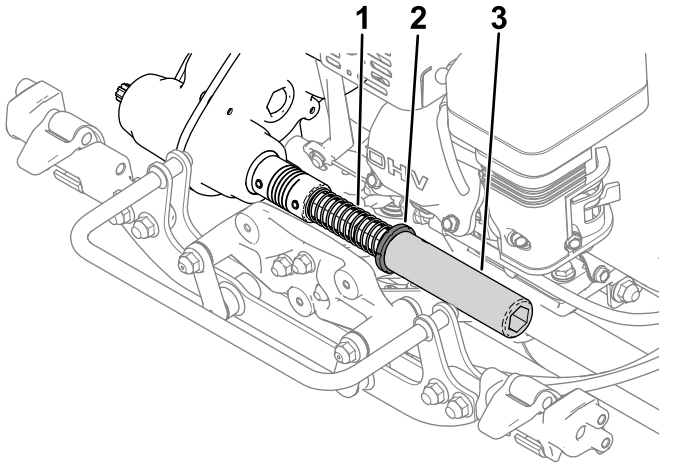

**Figuur 3**
2. Monteer de veer, kraag en zeskantige buis aan de as van de transmissiekoppeling (Figuur 3)